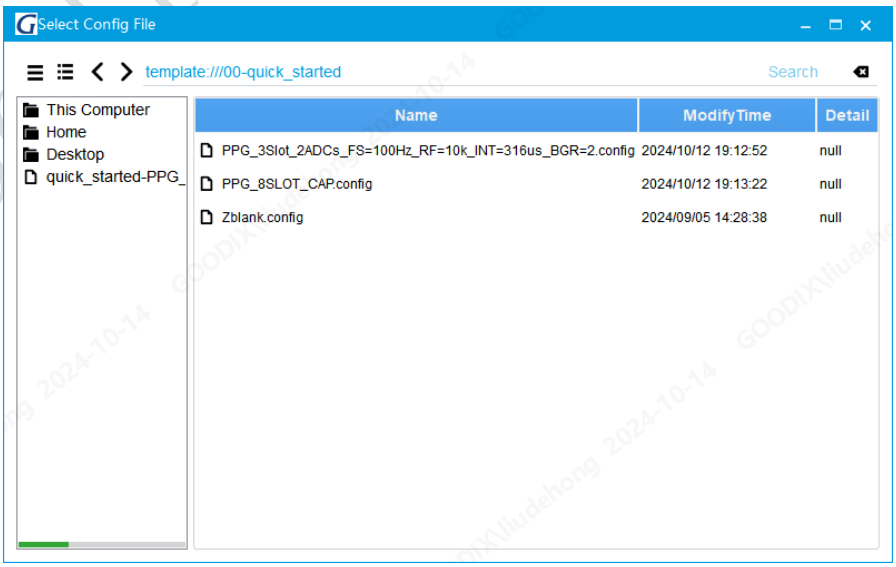

Figure 5-5 Select Config Window
2. Choose “PPG_8SLOT_CAP.config” (see Figure 5-5), wait until the configuration is delivered, then click “Start”;